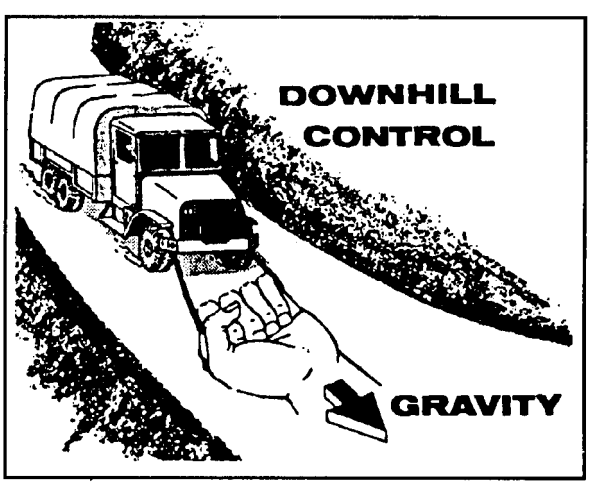

FIGURE 8-6. Gravity Increases Downhill Speed.
*Gravity.* Gravity is the force that pulls a body toward the center of the earth. It is measured in terms of weight. Without the force of gravity, the wheeled vehicle would be weightless and impossible to control by conventional means (starting, stopping, or steering). The force of gravity increases downhill speeds and stopping distances. It exerts a rearward pull on upgrades requiring increased power to the vehicle at rest, making it necessary to take precautions while parking. Absolutely level terrain is the exception rather than the rule. Therefore, the driver must always be aware of the power of gravity (Figure 8-6).